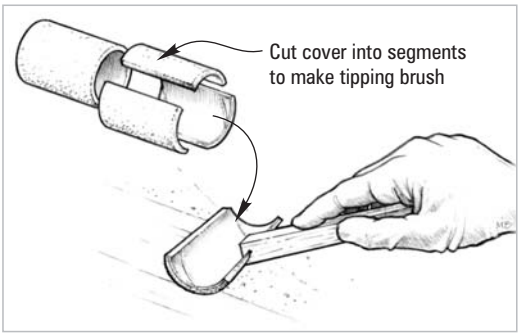

Figure 9-24 *Tip off the fresh coat of epoxy with the grain, using a foam roller brush to remove bubbles and roller marks.*
8. Drag a foam roller brush lightly over the fresh epoxy in long, even, overlapping strokes after each full batch is applied. Use enough pressure to smooth the stipple, but not enough to remove any of the coating *(Figure 9-24)*. Alternate the direction in which each coat is tipped off, 1st coat vertical, 2nd coat horizontal, 3rd coat vertical, etc. A WEST SYSTEM 800 Roller Cover can be cut into segments to make a tipping bush.